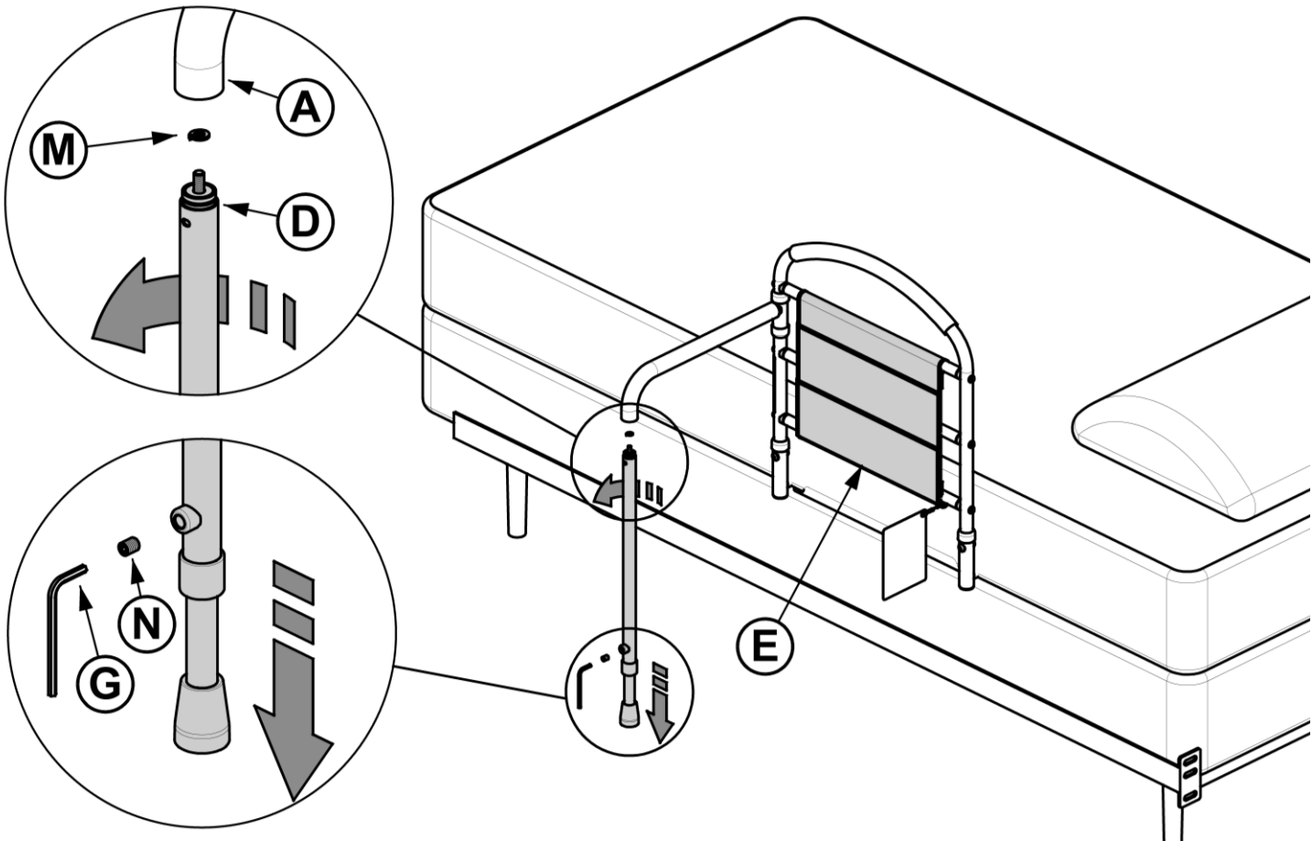

FIGURE 5
5. Insert Product into position between Mattress and Box Spring. Insert the threads on Leg **D** through Lock Washer **M** and fully screw into the Rotating Arm on Bed Rail **A**. With the arm on Bed Rail **A** in its lowest position, extend the bottom of Leg **D** until the foot is pressed against the floor. Insert Set Screw **N** into **D** and tighten using Tool **G**, as shown in *FIGURE 5*. Attach Pouch **E** to Rails on **A**.